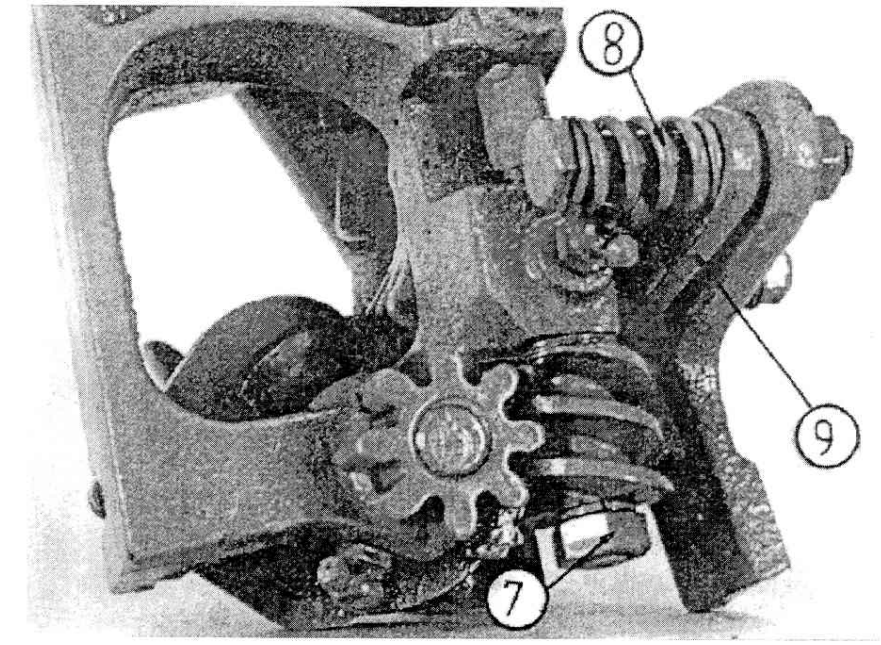

Рис.54
(8), увеличивающего усилие на держатель шпагата через пружину и рычажок (9), Рис.54. Болт рычажка зафиксирован контргайкой.